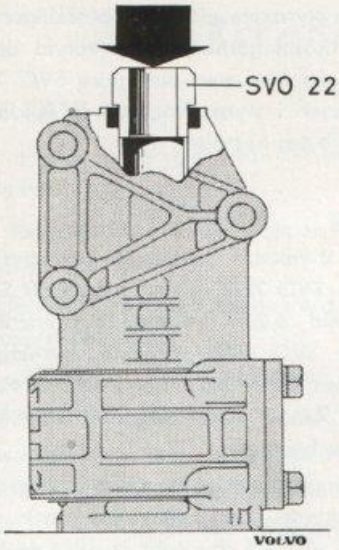
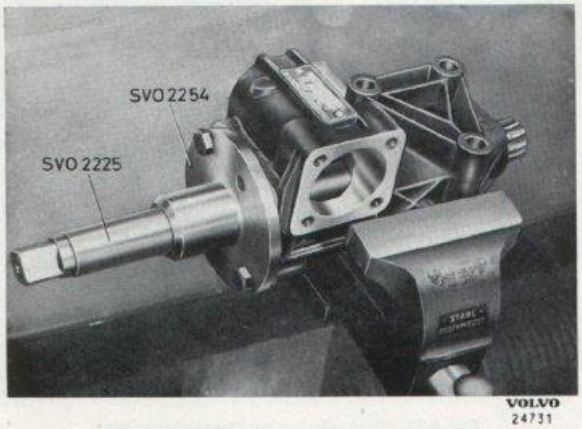

Bild 6-24. Montering av styraxelbussning
Bild 6-25. Brotschning av styraxelbussningar
1. Pressa i styraxelns bussningar från var sitt håll med dorn SVO 2228 och standardskaft SVO 1801, jämför bild 6-24. Brotscha bussningarna med brotschen SVO 2225. Använd styrningen SVO 2254, vilken fästes på huset med två skruvar, se bild 6-25. Rengör huset noggrant från metallspån efter brotschningen.